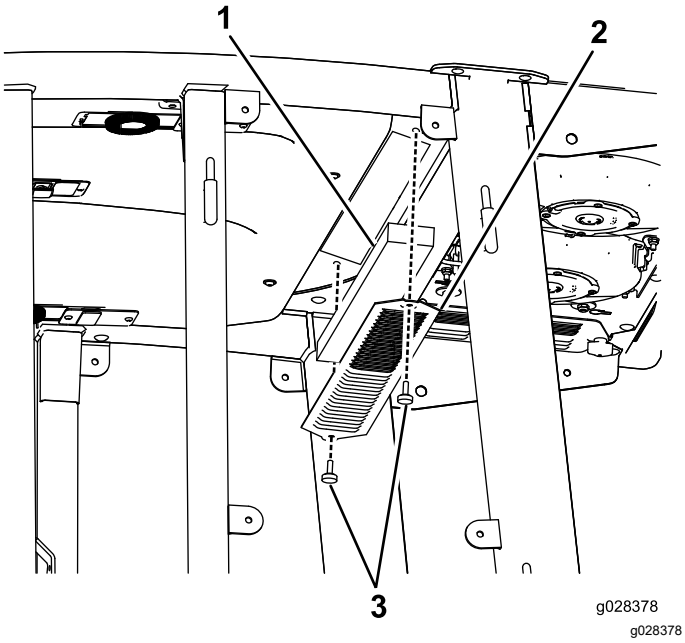
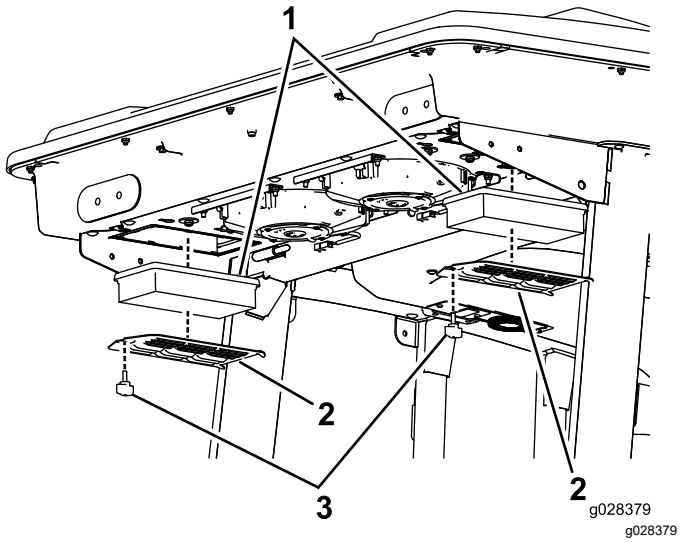
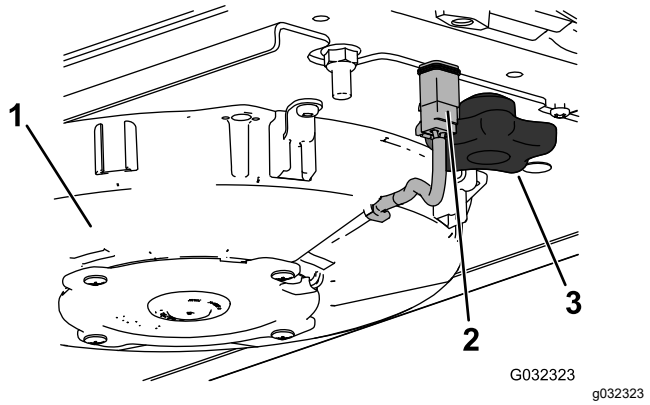
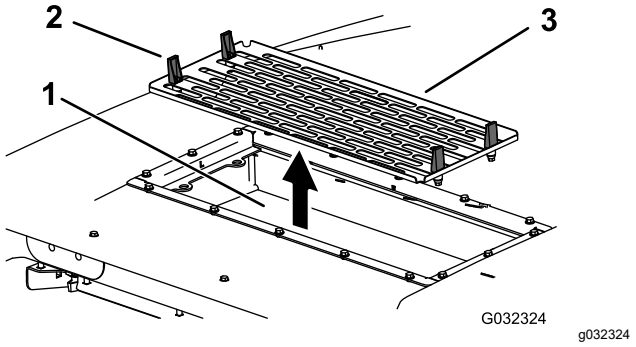

Figuur 145
Figuur 146
Figuur 148
Figuur 149
1. Verwijder de schroeven en de roosters van boven de luchtfilters in en achter de cabine (Figuur 145 en Figuur 146).
4. Verwijder de luchtfilters (zie Figuur 146).
6. Plaats de luchtfilters, het scherm en de ventilator (Figuur 146, Figuur 148 en Figuur 149).
7. Koppel de draden van de ventilators af (Figuur 148).